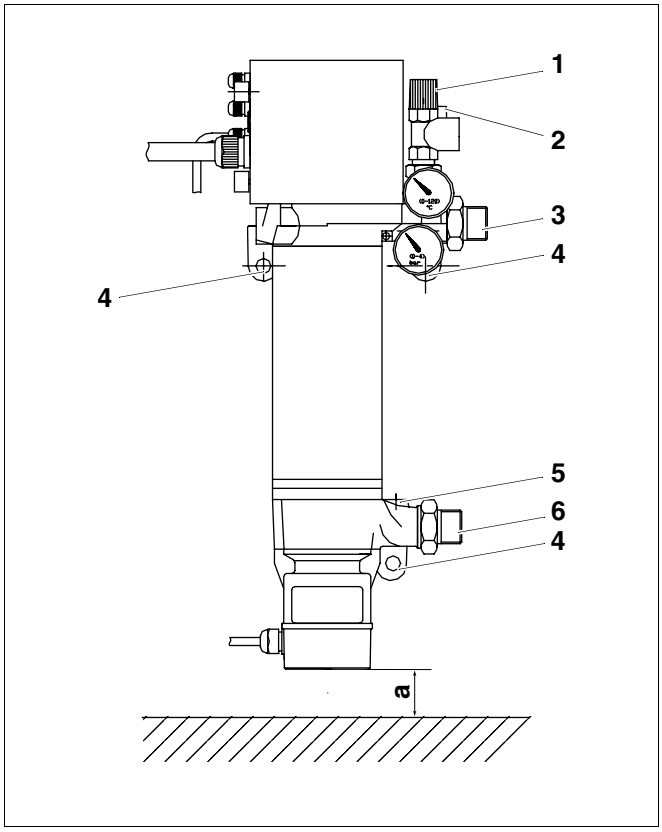

Abb. 7 Anschlüsse LSE
Bei der Montage ist darauf zu achten, dass zum Auswechseln der Umwälzpumpe unter dem LSE noch etwa 60 mm Platz bleiben (Abb. 7, **Pos. a**).
- Die Befestigung des LSE erfolgt mit den am Kopfteil und am Pumpengehäuse befindlichen Befestigungsösen (Abb. 7, **Pos. 4**) an einer ebenen Wand.